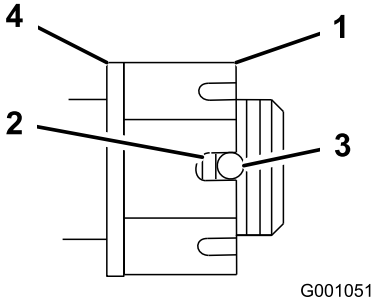

Figur 56
4. Dra åt spårmuttern till 170 Nm (Figur 56).
5. Kontrollera avståndet från spårets botten i muttern till hålets innerkant. Högst två gängor ska synas (Figur 56).
7. Dra åt spårmuttern till 170 Nm (Figur 56).
8. Dra åt muttern tills nästa uppsättning spår är i linje med hålet i axeln (Figur 56).